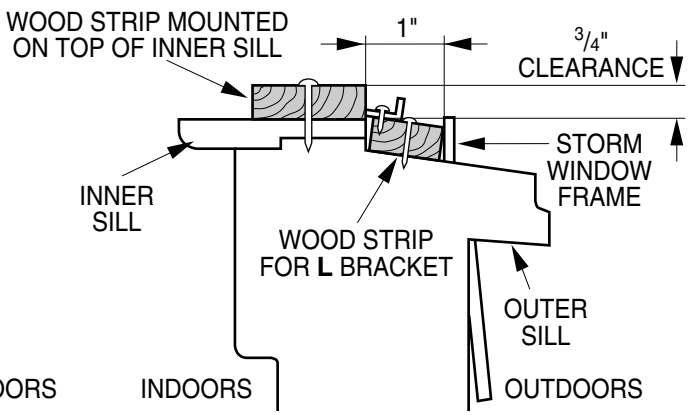

Fig. 5-2
See Fig. 5-2. The top of the wood strip should be approximately 3/4" higher than the storm window frame (STORM WINDOW FRAME) or wood strip (OUTDOORS) to help condensation to drain properly to the outside.
3. Install a second wood strip (approximately 18" long by 1 1/2" wide and same thickness as first strip) in the center of the outer sill flush against the back off the inner sill. This will raise the **L** bracket as shown in Fig. 5-2.